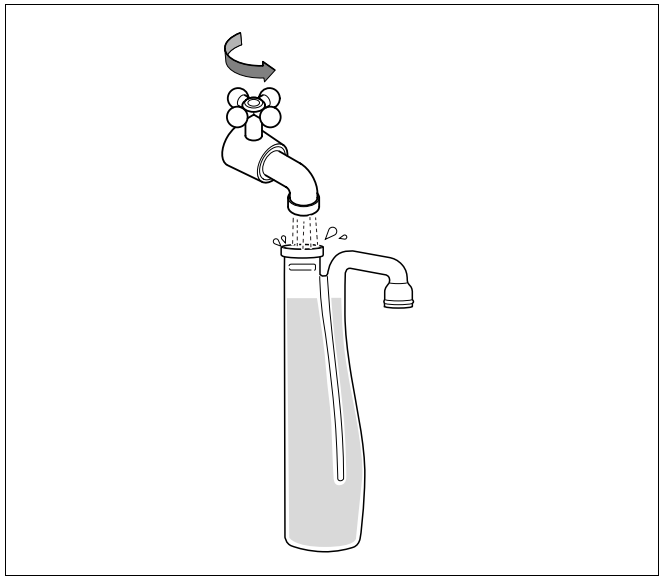

Bild 10 Siphon mit Wasser füllen
- Siphon (aus dem Lieferumfang Heizkessel) mit Wasser befüllen (Bild 10).